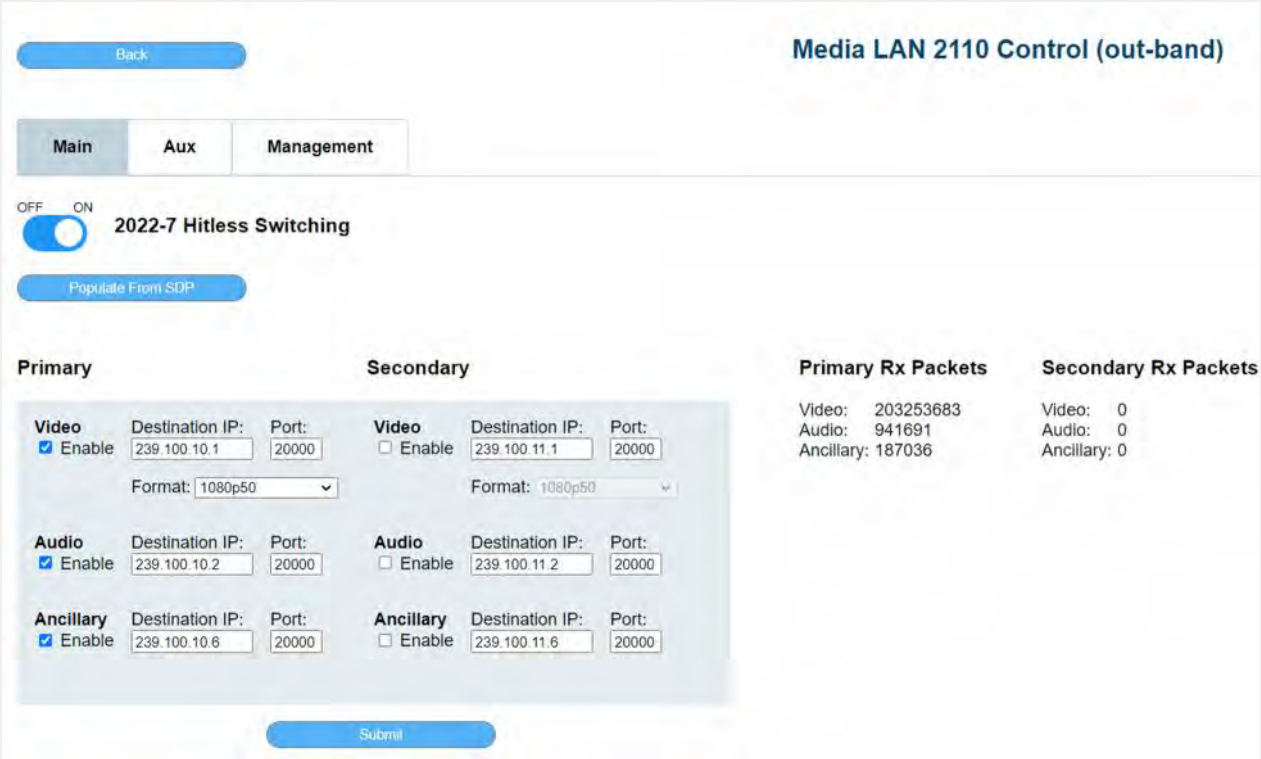
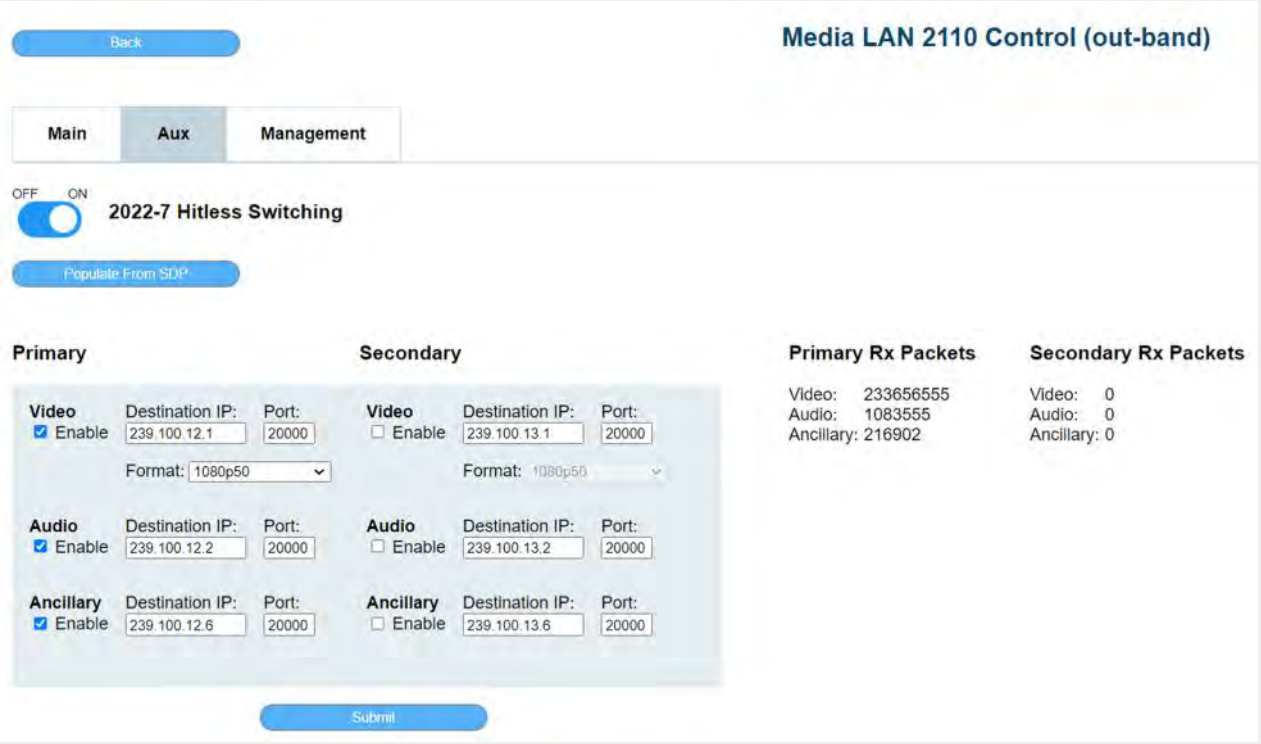

Figure 28. Main Tab
Figure 29. Aux Tab
- The Media LAN 2110 Control has three-tab options for out-band control: Main, Aux, and Management. Figure 28 below shows the UI Main Tab and Figure 29 shows the UI Aux Tab.
- The Aux tab (Figure 29) allows configuration of the auxiliary decapsulation channel similar to the Main channel.